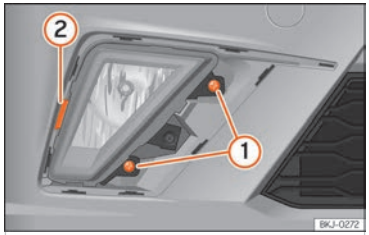

Fig. 167 Far antiboira: desmuntar el portabombetes
- Traieu els dos caragols ››› fig. 167 ① i feu palanca en el clip ② per extreure el llum antiboira.